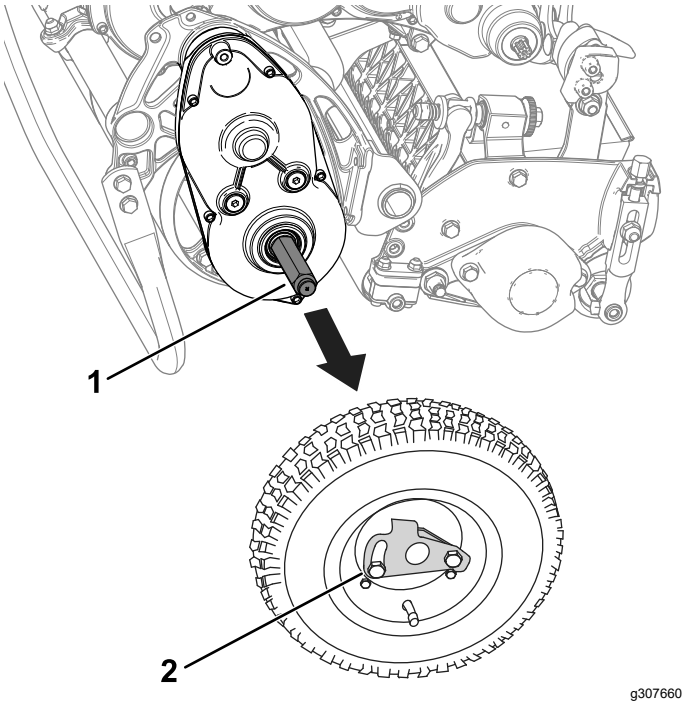

Figur 12
3. Avlägsna transporthjulen genom att trycka ut hjullåsklämmorna ur axlarna (Figur 12).